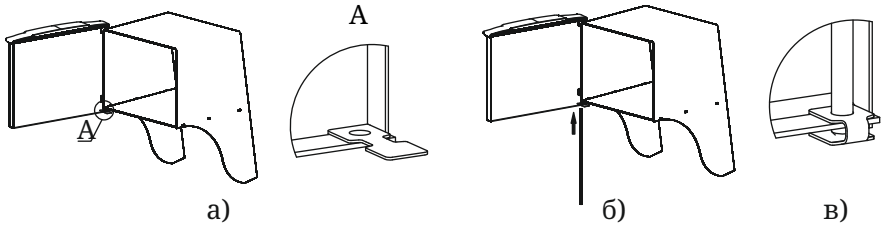

Рисунок 6. Установка дверцы при монтаже печи
2. Установите дверцу на втулки топливного канала, совместив отверстия (рисунок 6.а);
3. Совместите отверстие упора с нижним отверстием каркаса, при этом упор должен располагаться внутри каркаса (рисунок 6а);
4. Вставьте ось через отверстия снизу вверх (рисунок 6.б),
5. Подогните упор, фиксируя конец оси между площадками упора (рисунок 6.в).